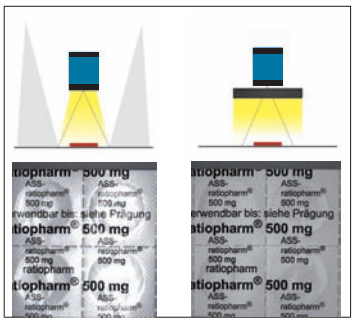

Figure 2: Ring lighting
- **ring lighting** gives a consistent and uniform image of a highly reflective or irregularly-shaped part, for example a sheet of alumnium foil (Figure 2).